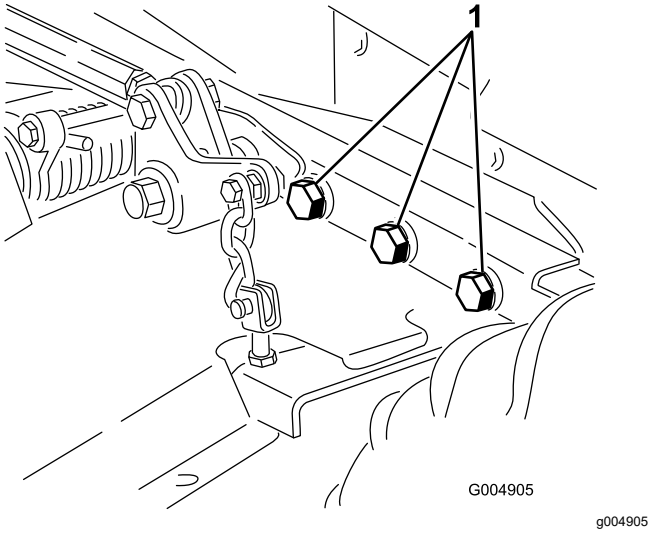

Figur 60
5. Kontrollera alla fästelement och dra åt dem om de är lösa. Dra åt de sex bultarna som håller fast klippdäcksramen på traktorenheten (Figur 60) till ett moment på 359 N·m.